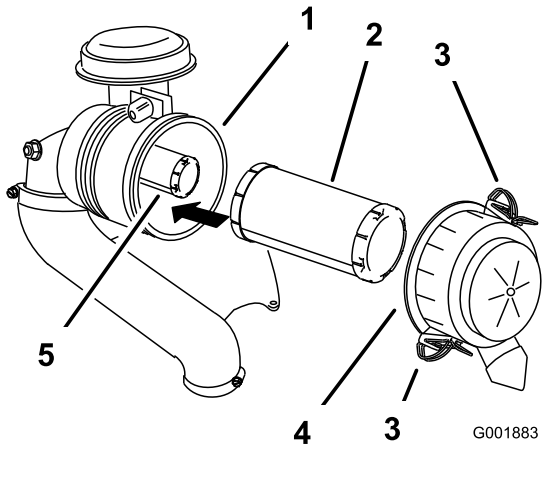

Figure 40
3. Release the latches on the air cleaner and pull the air-cleaner cover off the air-cleaner body (Figure 40).
5. Gently slide the primary filter out of the air-cleaner body (Figure 40).
2. If you are replacing the inner filter, carefully slide it into the filter body (Figure 40).
3. Carefully slide the primary filter over the safety filter (Figure 40).
4. Install the air-cleaner cover and secure the latches (Figure 40).